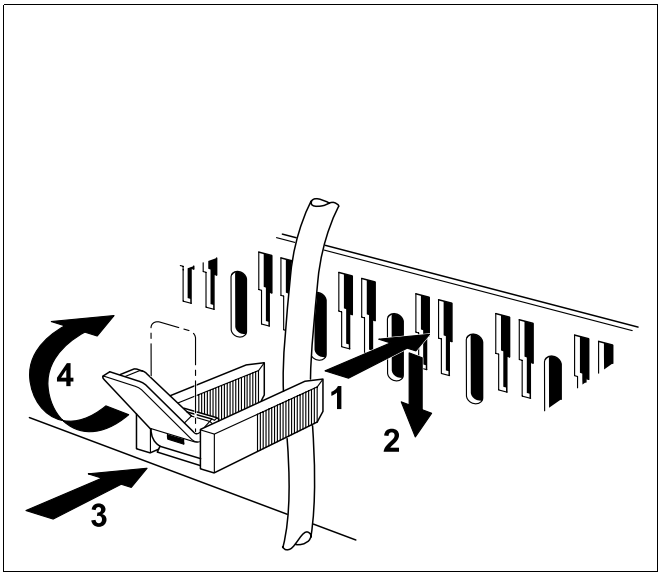

Рис. 66 Крепление провода хомутом
- Все провода закрепить хомутами (рис. 66):
– Вставить хомут с проводом сверху в шлицы рамки (рис. 66); пластинка рычага должна при этом быть направлена вверх (рис. 66, шаг **1**).
– Сдвинуть хомут вниз (рис. 66, шаг **2**).
– Нажать на хомут (рис. 66, шаг **3**).
– Повернуть рычажок вверх (рис. 66, шаг **4**).